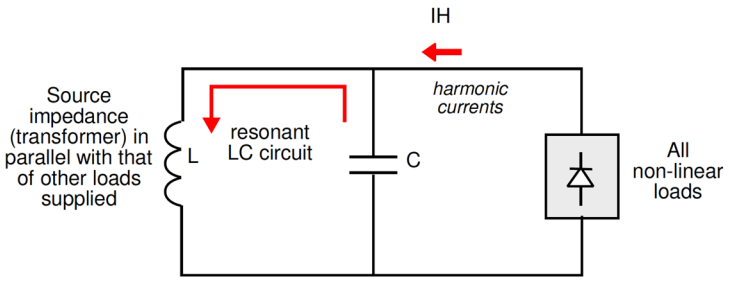

Fig. 3.10.
Además, para una frecuencia armónica, también puede haber resonancia (1) del condensador (capacitancia C) con la inductancia equivalente (L) de la fuente (transformador, esencialmente inductivo) en paralelo con la de las demás cargas alimentadas. Este circuito resonante **(consulte la fig. 3.10)** amplifica de forma significativa la corriente armónica del orden correspondiente, empeorando así la situación del condensador.
(1) Este es el caso si, para un armónico de orden k, con una frecuencia fk = k x 50 (o 60) Hz, $LC\omega_k^2 \sim 1$, donde ω= 2 ϖ fk.